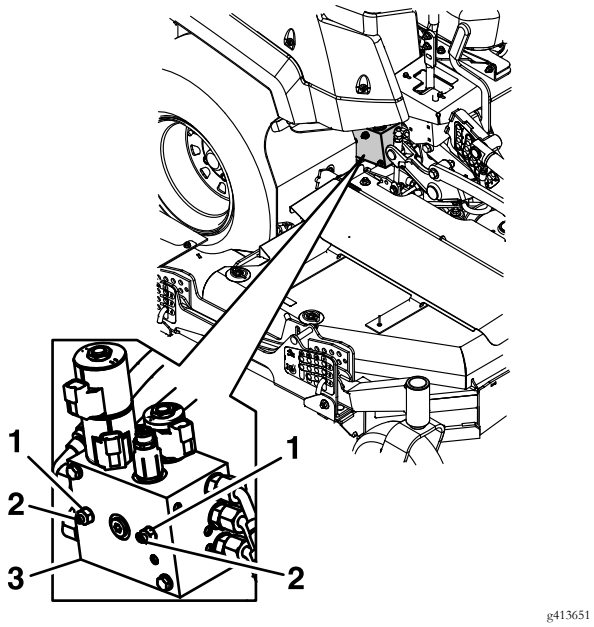

Figure 13
1. Hold set screws with 1/8 inch allen wrench, loosen sealing nuts with 1/2 inch wrench until nut is flush with the lifting end of the set screw (approximately six turns)–reference Figure 13.
2. Hold set screws with 1/8 inch allen wrench, loosen sealing nut with 1/2 inch wrench (reference Figure 13).